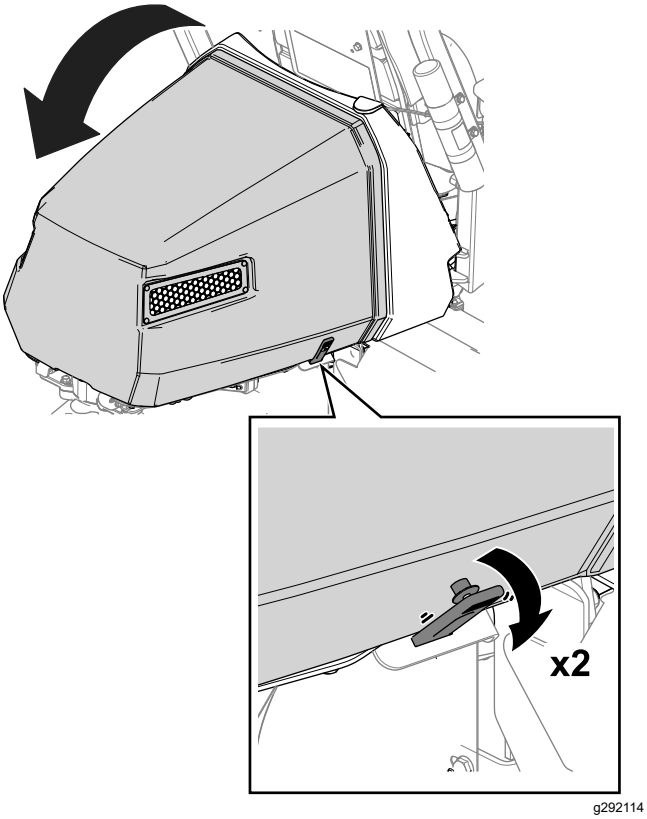

**Figur 36**
1. Frigør stropperne fra hver side af motorhjelmen (Figur 36).
2. Løft motorhjelmen (Figur 36).